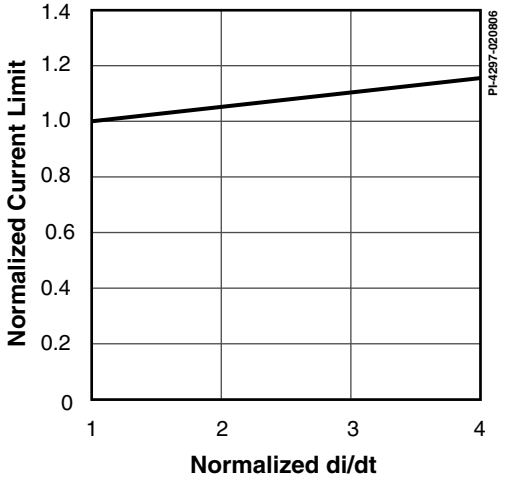

Figure 25. Current Limit vs. di/dt.
E. For current limit at other di/dt values, refer to Figure 25.